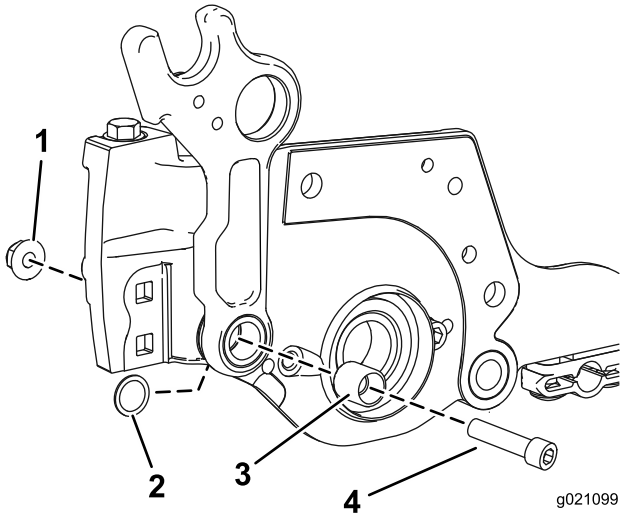

Bild 5
5. Setzen Sie eine Schraube (3/8-16" x 1-1/4") und ein neues Distanzstück ein und befestigen sie mit der Mutter aus dem Kit (Bild 5).
Hinweis: Stellen Sie sicher, dass sich die Flachscheibe zwischen dem Rahmen und der Seitenplatte befindet, und dass die Flachscheibe das Distanzstück umschließt, wie in in Bild 5 abgebildet.